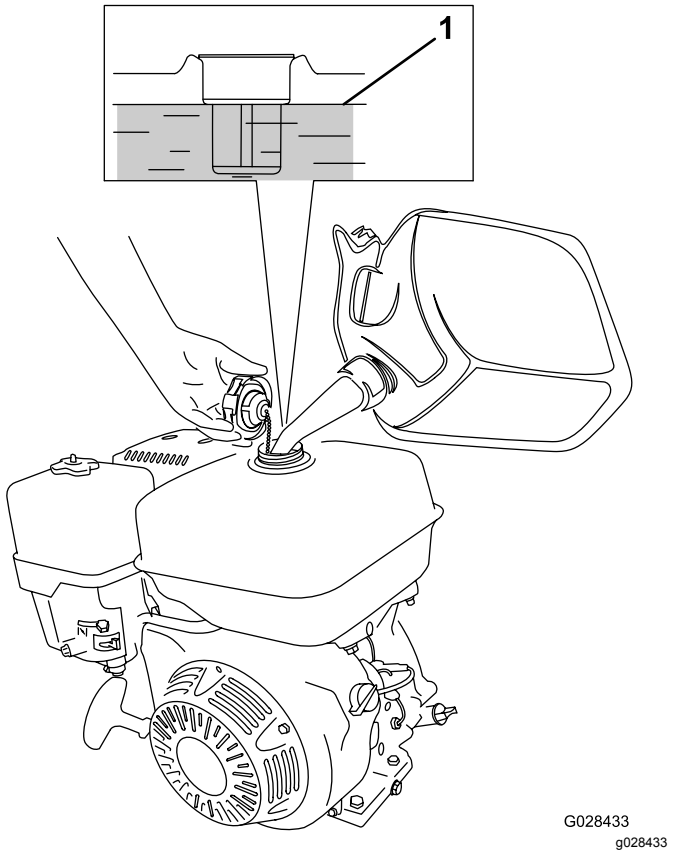

**Figura 16**
1. Limpe a zona em redor da tampa do depósito de combustível e retire a tampa do depósito (Figura 16).